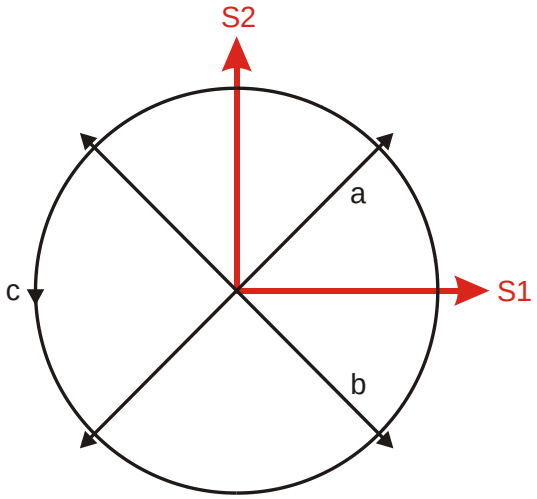
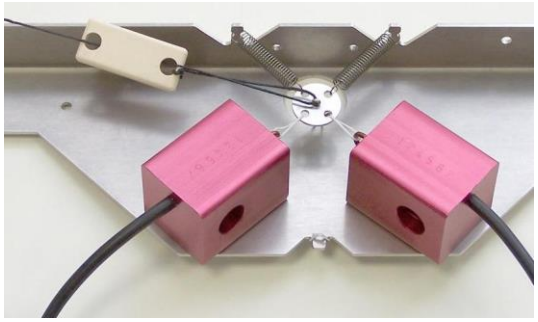
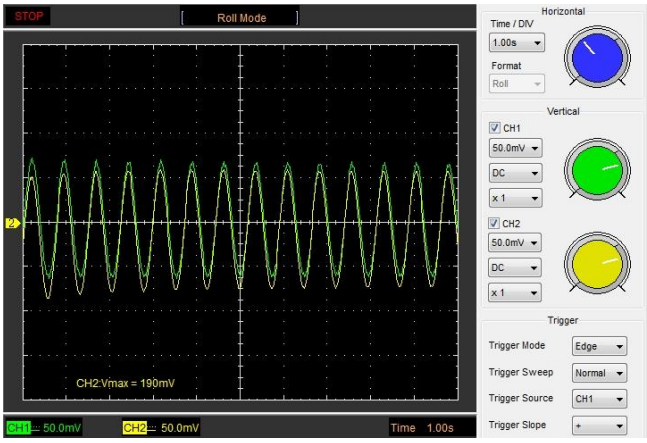

Fig. 2: Ausrichtung der Sensoren S1 und S2 und untersuchte Schwingungsrichtungen des Fadenpendels.
Fig. 5: Montage des Fadens.
Fig. 7: Schwingungskomponenten des Fadenpendels bei Schwingung „auf der Winkelhalbierenden“.
Drei Spezialfälle sind unmittelbar einleuchtend (Fig. 2):
- Faden durch die Öse der Federbaugruppe (in der Mitte der kleinen Metallscheibe) ziehen (Fig. 5).
- Fadenpendel leicht auslenken und auf der Winkelhalbierenden zwischen den Kraftsensoren schwingen lassen (Schwingungsrichtung a in Fig. 2). Oszillogramm beobachten und abspeichern.
- Fadenpendel leicht auslenken und senkrecht zur Winkelhalbierenden zwischen den Kraftsensoren schwingen lassen (Schwingungsrichtung b in Fig. 2). Oszillogramm beobachten und abspeichern.
- Fadenpendel leicht auslenken und kreisförmig schwingen lassen (Schwingungsrichtung c in Fig. 2). Oszillogramm beobachten und abspeichern.
Schwingt das Pendel auf der Winkelhalbierenden zwischen den beiden Kraftsensoren, werden die Kraftsensoren symmetrisch belastet (Schwingungsrichtung a in Fig. 2, Fig. 5). Die Signale beider Kraftsensoren sind in Phase, d.h. die Phasenverschiebung φ = 0° (Fig. 7).
Schwingt das Pendel senkrecht zur Winkelhalbierenden zwischen den beiden Kraftsensoren, werden die Kraftsensoren asymmetrisch belastet (Schwingungsrichtung b in Fig. 2, Fig. 5). Die Signale beider Kraftsensoren sind gegenphasig, d.h. die Phasenverschiebung φ = 180° (Fig. 8).